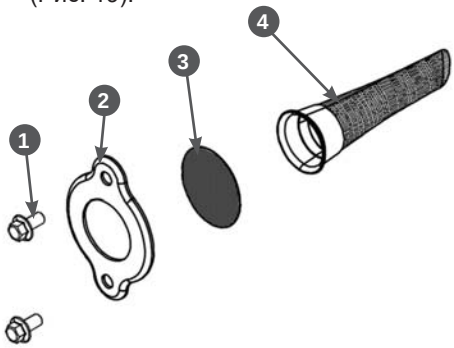

Рис. 19. Обслуживание искрогасителя
1. Открутите болты 1 крепления и снимите крышку 2 (Рис. 19).
2. Извлеките сетки 3 и 4 искрогасителя (Рис. 19).